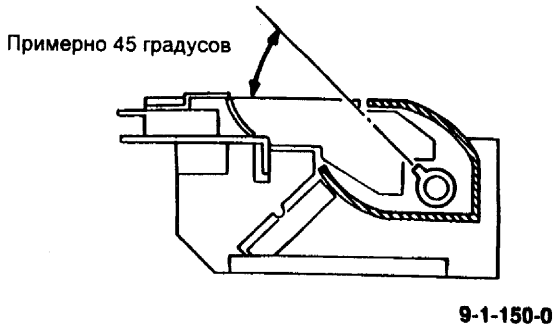

Рис. 4 Установка лампы экспонирования
1. (Рис. 4) Установите лампу экспонирования. Убедитесь, что проецирование происходит примерно под углом 45 градусов.